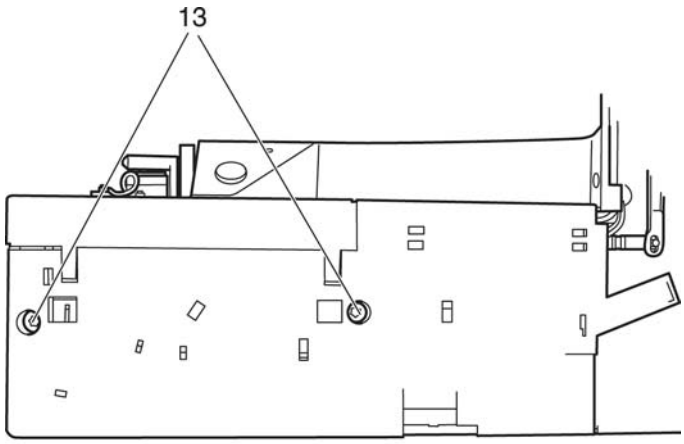

Fig. 5
- Remove the two fastening screws 13 of free-arm cover (fig. 5).